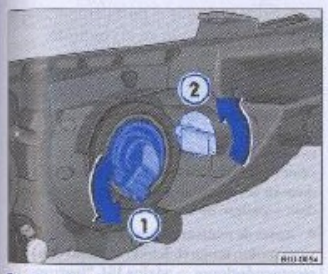

Fig. 143 Vista de la lámpara de luz de cruce y lámpara del indicador de dirección
- Remueva el portalámparas ⇒ fig. 143 ① girándolo en el sentido antihorario -flecha-.